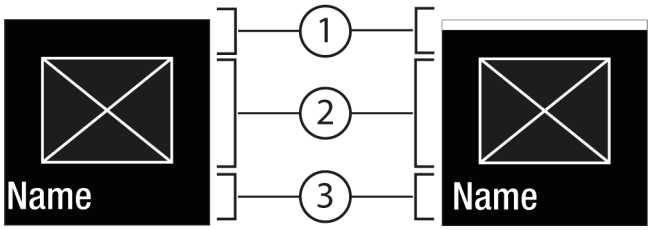
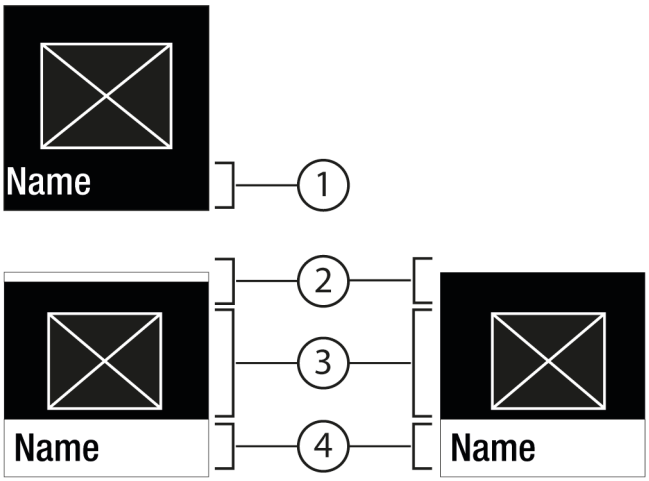

Fig. 6
Fig. 7
- Avec Confirmer *Fig. 5 (2)*, appeler le sous-menu *Fig. 7 (4)*.
- Régler une nouvelle valeur : Avec Confirmer *Fig. 5 (2)*, sélectionner une valeur désactivée *Fig. 6 (1)*.
- Retour au menu : Avec Confirmer *Fig. 5 (2)*, sélectionner la valeur déjà activée *Fig. 6 (2)*.
▷ Status : activé *Fig. 6 (1)* s'affiche brièvement dans le sous-menu *Fig. 7 (4)*.